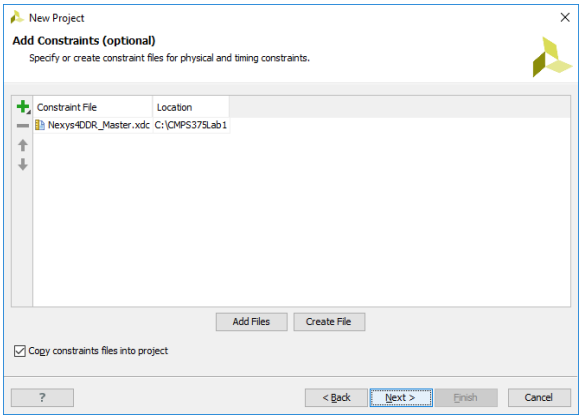

Figure 5. Add Constraints Form
h. In the *Add Constraints* form as shown in Figure 5, click on the *Add File* button, then browse directory, select **Nexys4DDR_Master.xdc**.